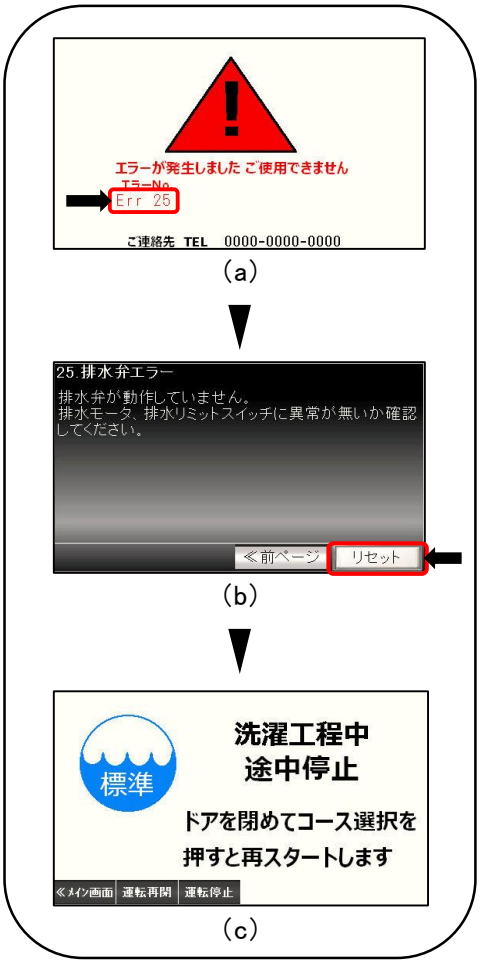

図9－1
- エラーが発生すると、画面にエラー番号が表示されます。[図9－1(a)]
- エラー番号を押すとエラー内容が表示されます。[図9－1(b)]
- エラーが解除されると途中停止動作の状態になり、途中停止画面に切り替わります。[図9－1(c)]